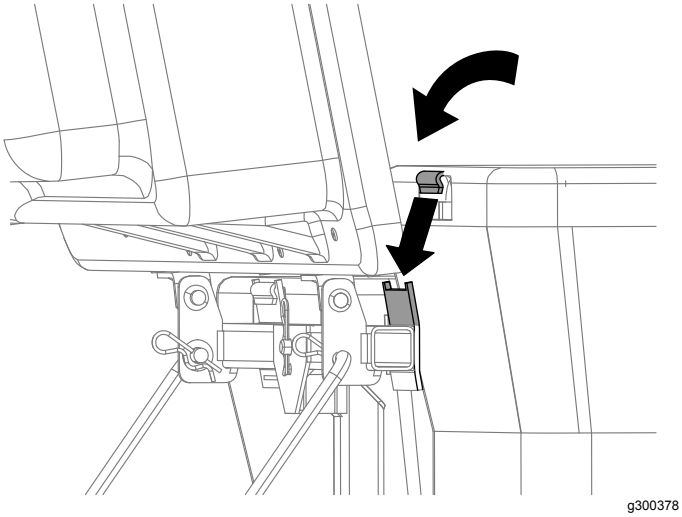

Figur 21
4. Lyft upp uppsamlarlocket och montera påsarna genom att skjuta på påsramens krokar på fästkonsolerna (Figur 21).